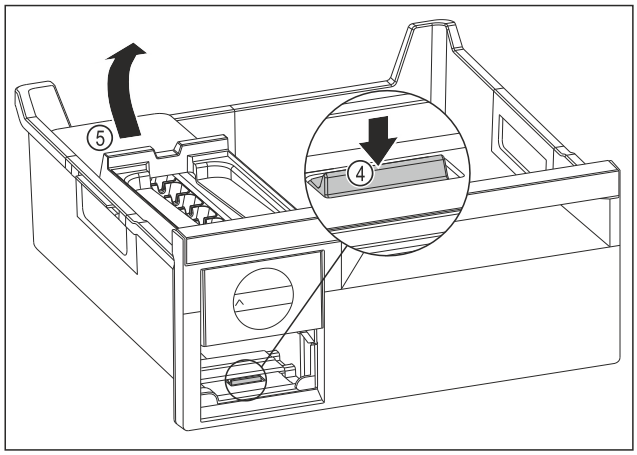

Fig. 145
▶ Removing the EasyTwist-Ice body: Use your finger to push the tab *Fig. 145 (4)* down and use your other hand to lift the EasyTwist-Ice body *Fig. 145 (5)* from behind at the same time.